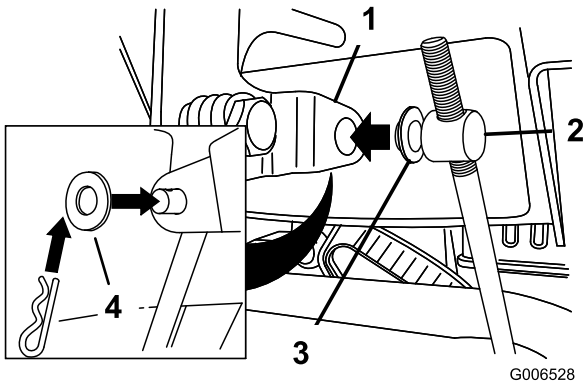

**Figur 12**
3. Ta bort hårnålssprinten och den yttre brickan från skruvleden på hastighetskontrollstångens övre ände (Figur 12).
**Obs:** Monteringen går lättare om du låter planbrickan sitta kvar på skruvleden (Figur 12).
6. Lyft upp hastighetskontrollstången och för in skruvleden i hålet i växelväljarspaken (Figur 12).
B. Koppla bort skruvleden från växelväljarspaken (Figur 12).
C. Vrid skruvleden nedåt (medsols) på hastighetskontrollstången (Figur 12).
D. Anslut skruvleden till växelväljarspaken (Figur 12).
C. Vrid skruvleden uppåt (motsols) på hastighetskontrollstången (Figur 12).